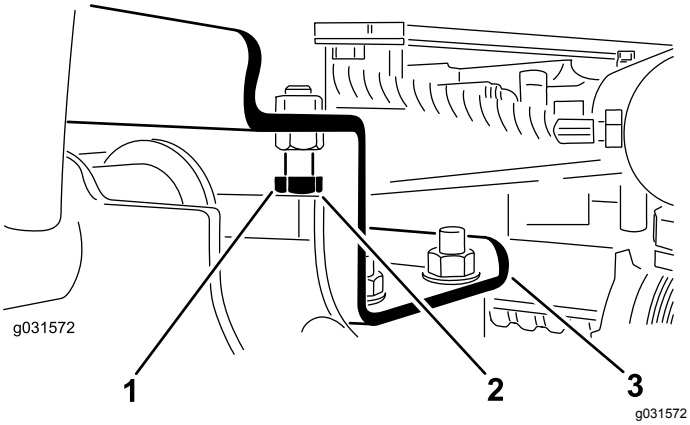

图 12
A. 拧松止动螺栓图 12。
2. 确保各个提升臂与止动螺栓之间的间隙介于 0.131.02mm 之间如 图 12 所示。